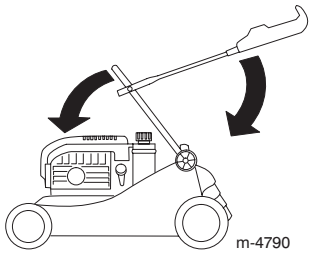

Bild 29
3. Kippen Sie das untere Handgriffteil vorsichtig nach vorne, bis es auf dem Motor aufliegt (Bild 29).
4. Kippen Sie das obere Handgriffteil vorsichtig nach hinten, bis es flach liegt (Bild 29).